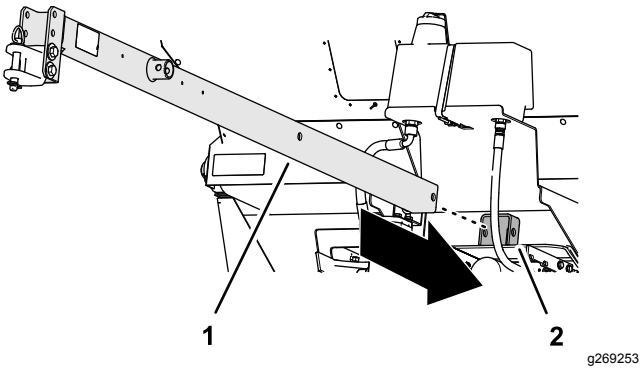

Rysunek 4
1. Przełóż dyszel przez przednią rurę odbiorczą, ramę maszyny i tylną rurę odbiorczą (Rysunek 4).